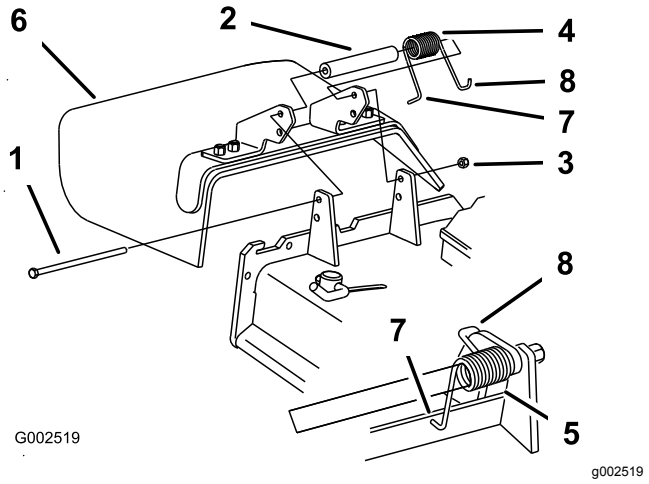

Rysunek 107
1. Odkręć przeciwnakrętkę, śrubę, sprężynę i element dystansowy mocujące deflektor do wsporników osi obrotu (Rysunek 107).
Informacja: Przed przykręceniem śruby w sposób pokazany na Rysunek 107 upewnij się, że koniec sprężyny w kształcie litery L jest zamontowany za krawędzią podwozia.
5. Zahacz końcówkę sprężyny z zaczepem w kształcie litery J o deflektor trawy (Rysunek 107).